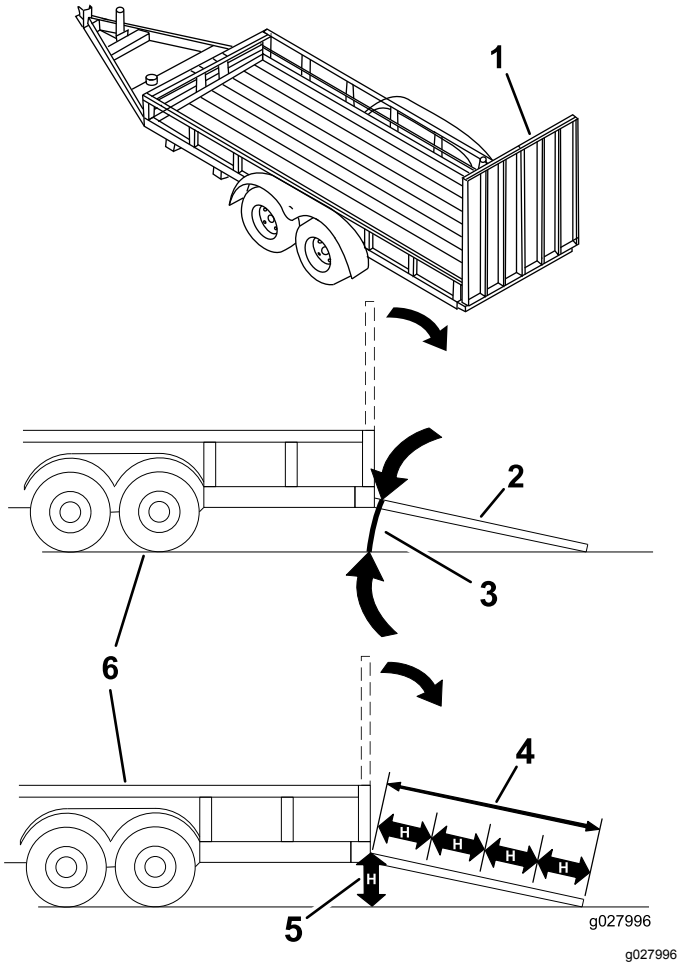

Figuur 34
Als een machine wordt geladen op een aanhanger of een vrachtwagen, wordt de kans vergroot dat de machine kantelt. Dit kan ernstig lichamelijk letsel of de dood veroorzaken (Figuur 34).
3. Laat de oprijplaat zakken en zorg dat hoek van de oprijplaat ten opzichte van de grond niet groter is dan 15 graden (Figuur 34).